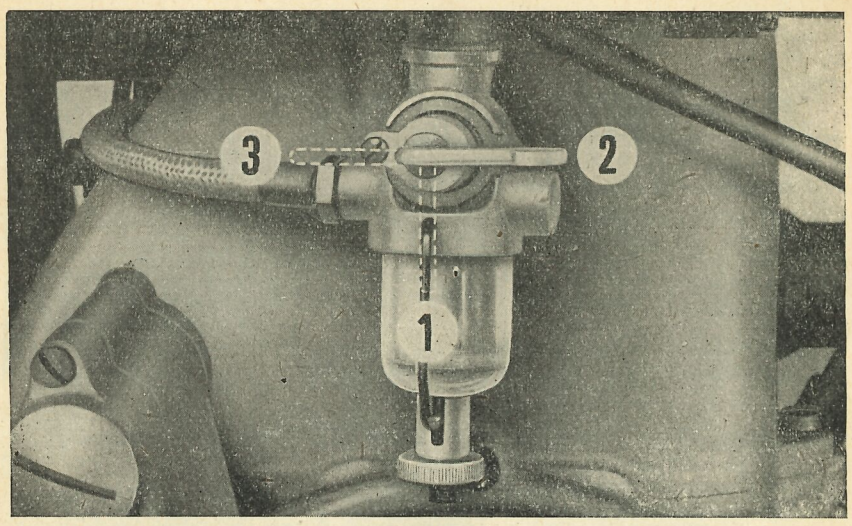

Bild 19
a) Kraftstoffhahn öffnen (Bild 19)